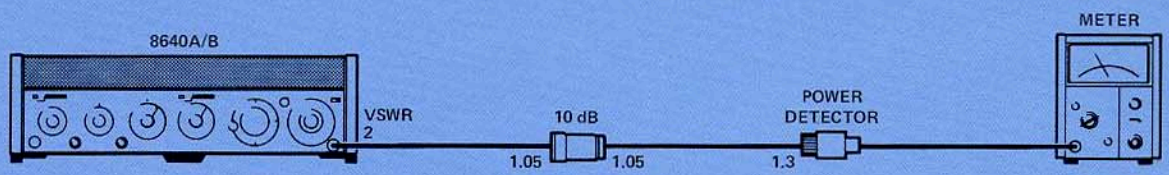

Figure 8. Reducing mismatch with a fixed, highly accurate 10 dB attenuator.
2. Inserting a 6 dB or 10 dB attenuator between the 8640A/B and power detector as shown in Figure 8.